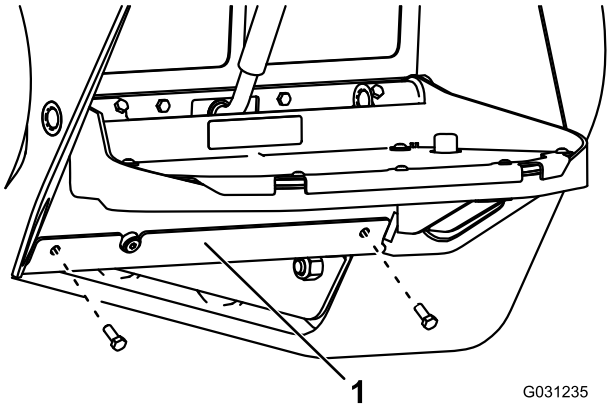

**Rysunek 61**
3. Wykręć 2 śruby mocujące osłonę dolną i zdejmij ją (Rysunek 61).
7. Zamontuj osłonę dolną (Rysunek 61).